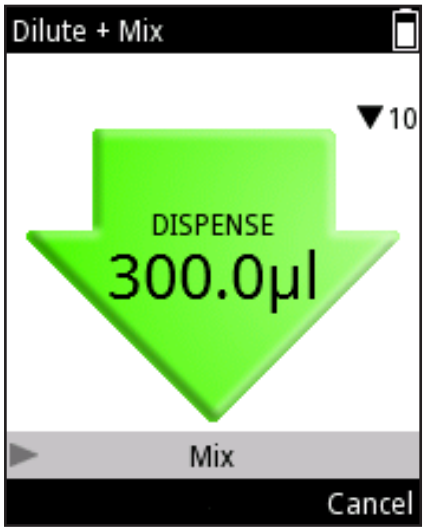

図 D31
6. **trigger（トリガ）** を押して、合計容量を分注します（図 D31）。